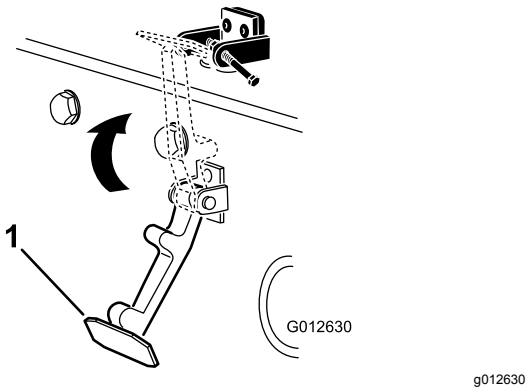

Figura 7
7. Agganciate il fermo sulla relativa staffa (Figura 7).